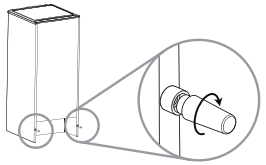

rys. 2
**2** Jeśli jest, zainstalować ścienną przekładkę dystansową w położeniu środkowym w tylnej części urządzenia (rys. 2)